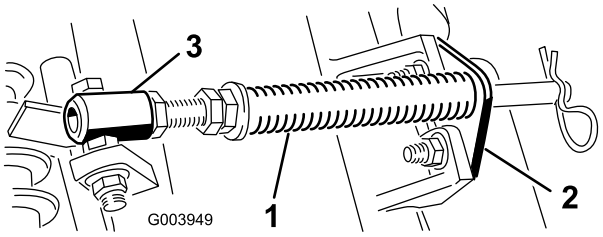

Figure 9
A. Remove the 2 carriage bolts and nuts securing the rod bracket to the cutting unit tabs (Figure 9).
B. Remove the flange nut securing the spring tube bolt to the carrier frame tab (Figure 9) Remove the assembly.